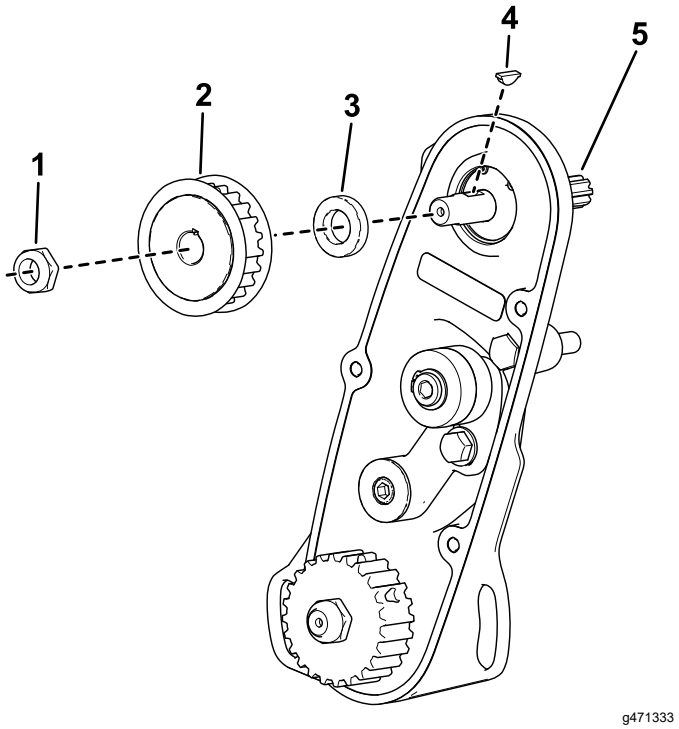

Rysunek 5
F. Zdemontuj nakrętkę, koło pasowe, podkładkę dystansową i wpust (Rysunek 5).
G. Zdemontuj dotychczasowy wał napędowy wrzeciona (Rysunek 5).